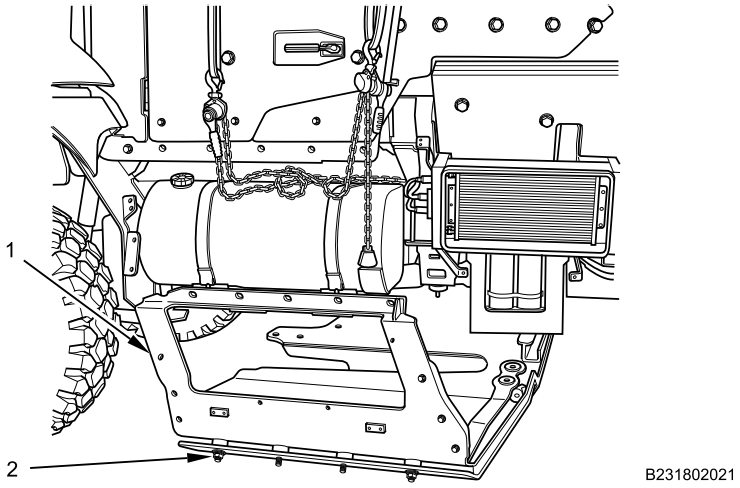

Figure 15. Belly Armor and Fuel Tank Cover Plate.
1. Install fuel tank cover plate (Figure 15, Item 1) on belly armor with four bolts, washers, bushings and two outboard nuts (Figure 15, Item 2). Torque bolts to 100 lb-ft (136 N•m).
2. With assistant, position belly armor with fuel tank cover plate (Figure 15, Item 1) under vehicle.